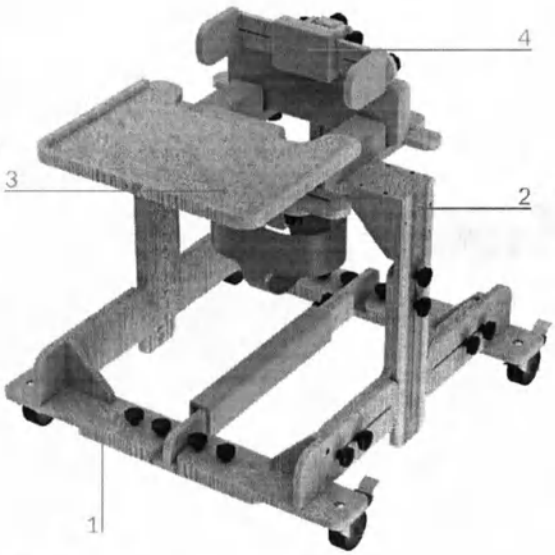

Рис. 2 – Общий вид опоры
Опора (рис. 2) состоит из основания на колёсах (1), на котором установлен узел крепления туловища (2), к которому крепятся: столик (3), подголовник (4).